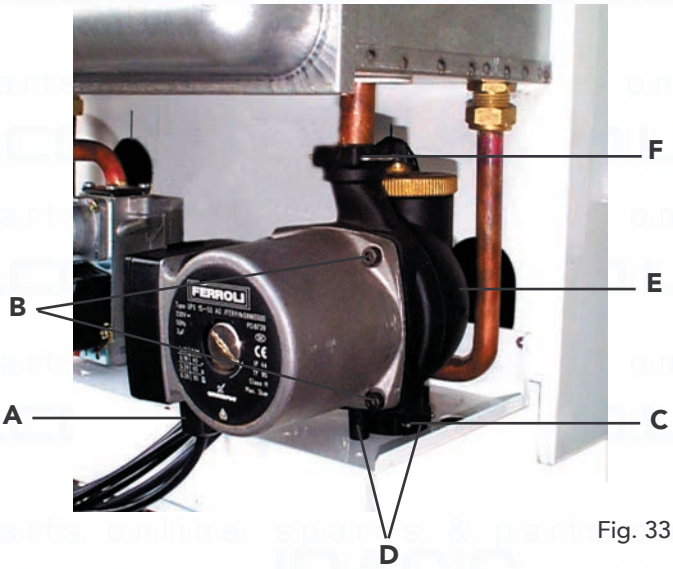

Fig. 33
7.16 Pump (fig. 33)
Replacement of pump body (fig. 33)